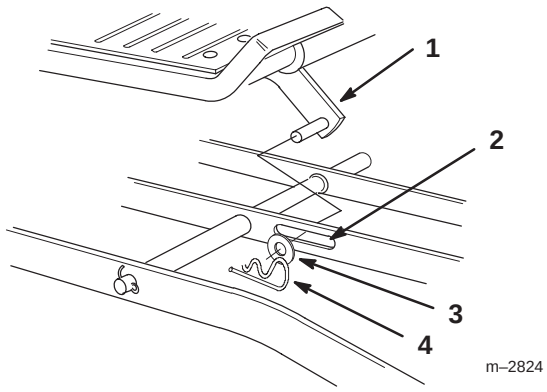

Figure 4
4. Slide the mower under the chassis from the right side and align attachment lift with slot in center lever bar (Fig. 4).
6. Place attachment lift pin into slot in center lever bar and secure with 3/4” (19 mm) washer and hairpin cotter (Fig. 4).